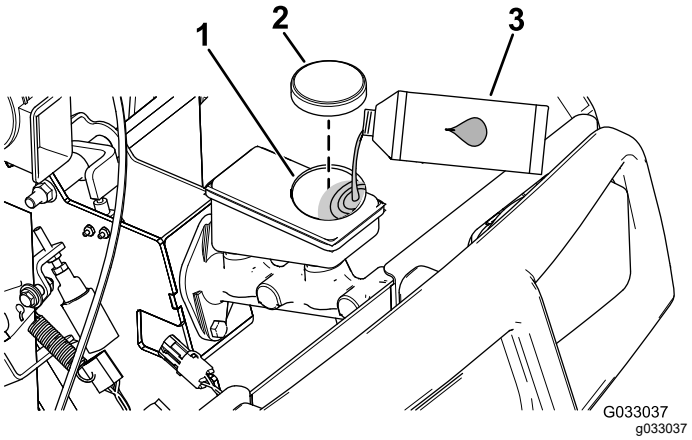

Figur 67
4. Løft motorhjelmen for at få adgang til hovedbremsecylinderen og beholderen (Figur 67).
A. Rengør området omkring beholderdækslet, og tag dækslet af (Figur 67).
C. Sæt beholderens dæksel på (Figur 67).